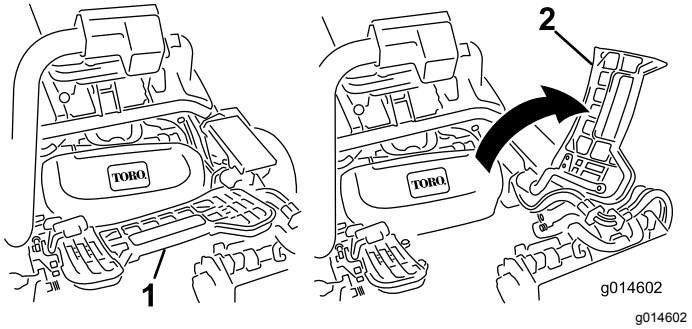

Figur 30
2. Hæv fodstøtten og vip den åben, så du får adgang til den midterste klippeenheds position (Figur 30).